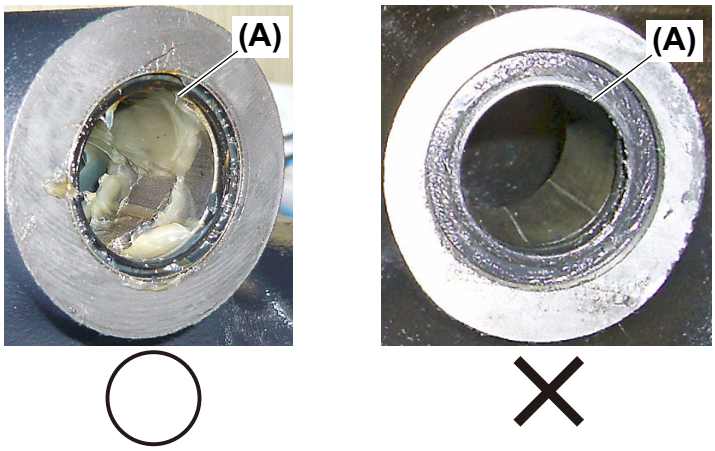
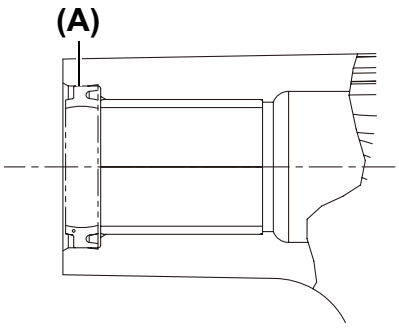

Fig. 6
Fig. 7
The oil seal **(Fig. 6, 7, (A))** on the center pin of the front axle should be fitted as shown in the illustration **(Fig. 7)**. (This should be applied to the front and rear sides.)